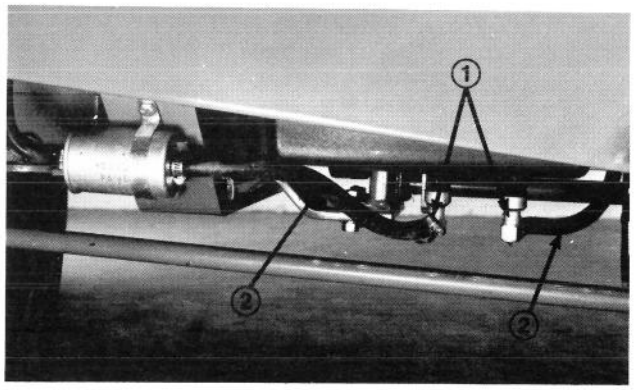

Figure 12
G. Loosen clamps holding both fuel lines on fuel tank fittings. Pull lines off fittings and allow fuel to flow into large safety approved fuel container (Fig. 12).